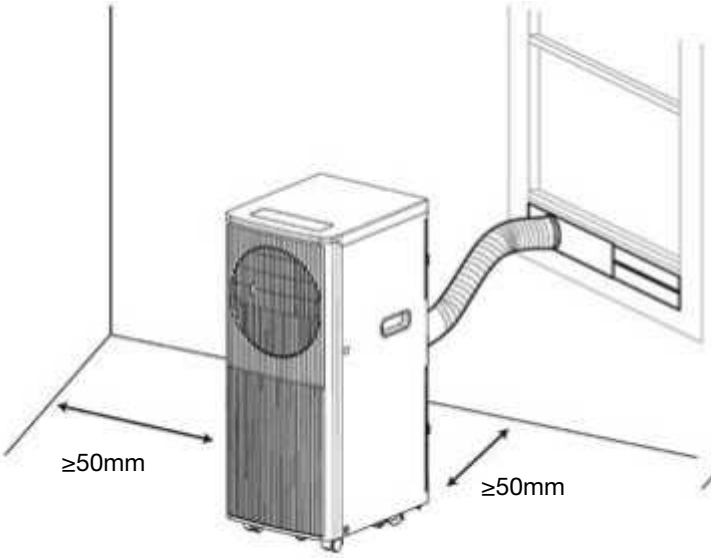
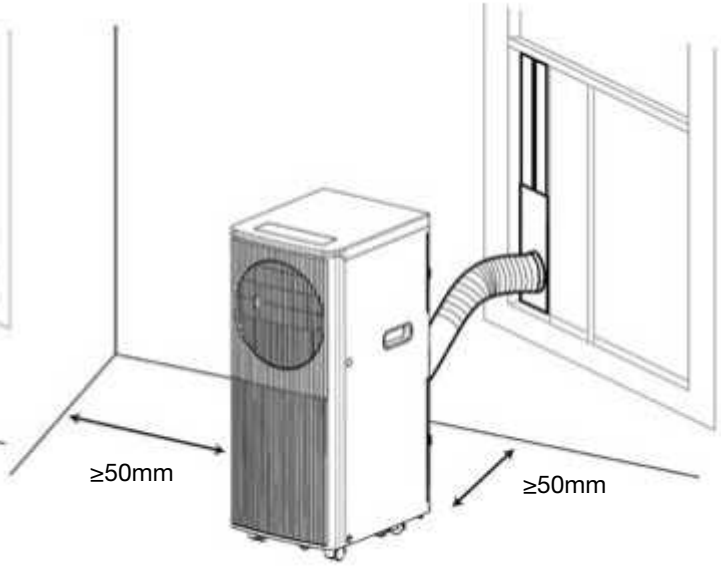

Fig. 2
Fig. 3
2) As shown in Fig.2 and Fig.3, install the exhaust hose,and adjust the window position well.